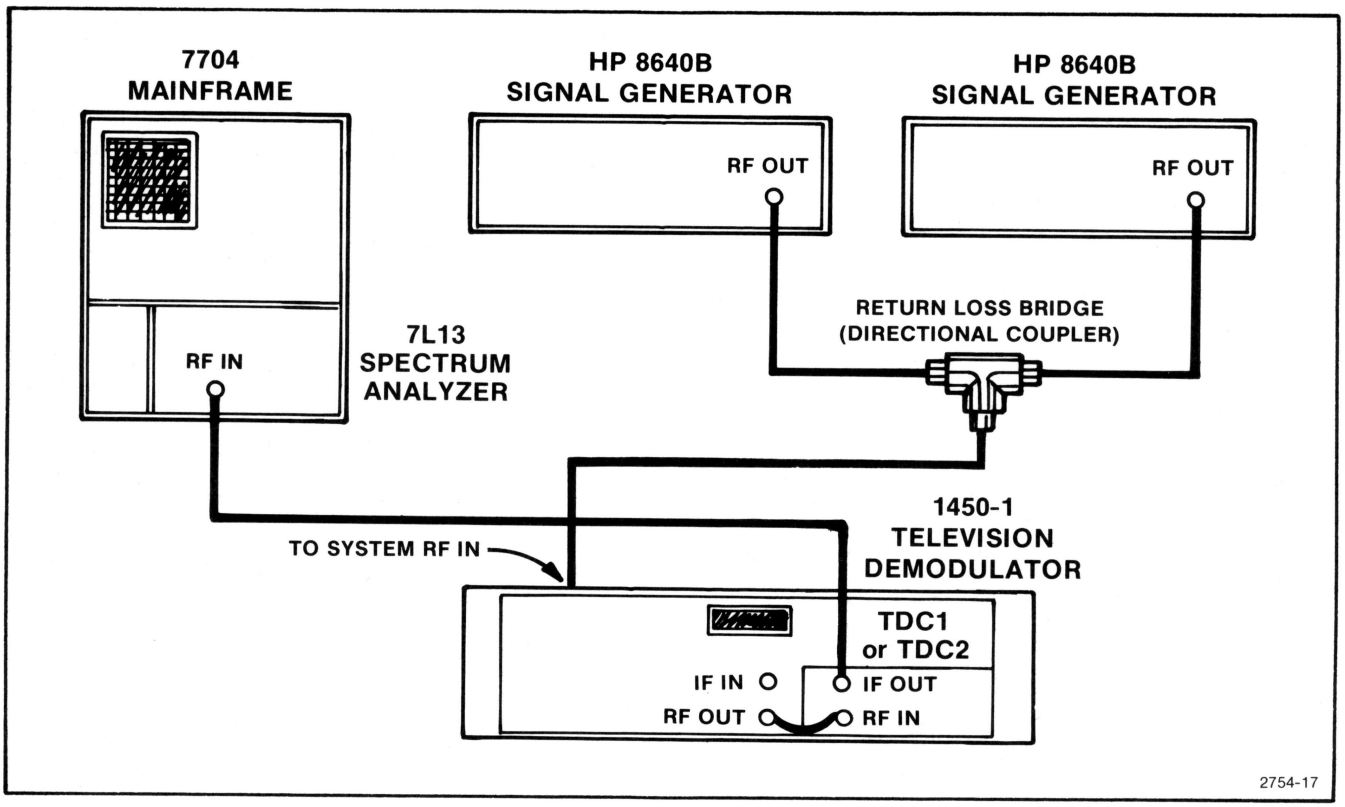

Fig. 4-6. Test Setup for Measuring 3rd Order Input Intercept Point.
a. Connect the test equipment as shown in Fig. 4-6, and tune the down converter to a specific channel. Set the frequency of the generators 2 MHz apart at the center of the channel bandpass. For example, one generator would be set at 194 MHz and the second at 196 MHz for channel 10. See Table 4-2 for channel limits.
An alternate method for performing step 11 is to use a Tektronix SG 503 or SG 504 in place of the second HP 8640B signal generator in Fig. 4-6.